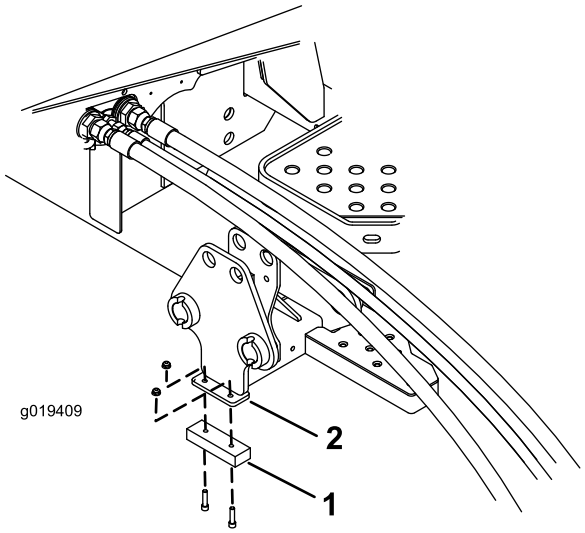

Figur 5
3. Montera en stötdämpare på fästets undersida med (2) 1/4 tums skruvar och muttrar (Figur 5).